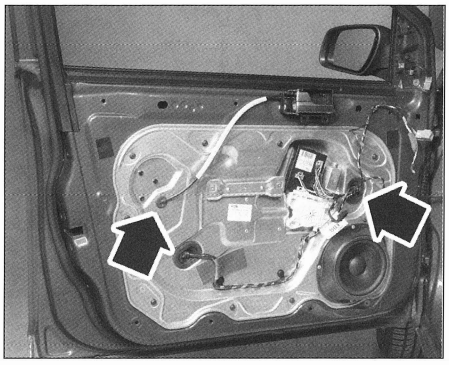

FIG. 56
- las 2 gomas de protección **(fig. 56)**.
- Montar o descender la luna para alinear los tornillos de fijación con los taladros **(fig. 56)**.